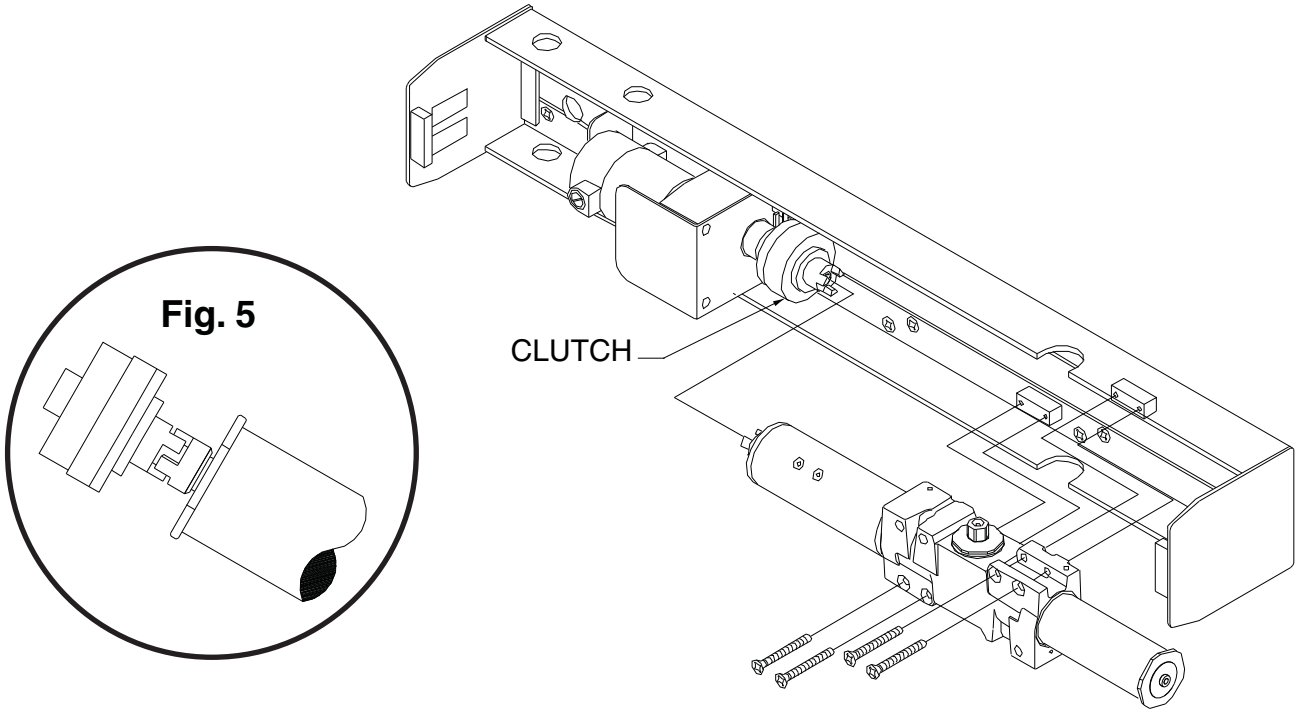

Fig. 5
3. Mount closer to mounting channel assembly. Closer and clutch gear coupler’s should mesh loosely as shown in **Fig. 5** above. Line closer mounting holes up with holes in stand-offs attached to mounting channel. Fasten with (4) 1/4 - 20 x 2 5⁄16”machine screws provided and tighten securely.